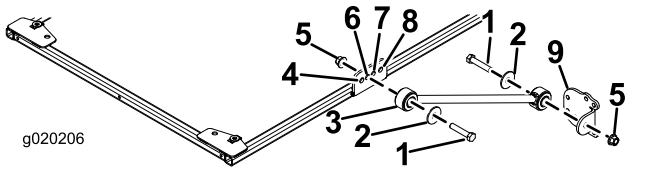

Figura 27
3. Su ciascun lato del telaio del parasole montate, senza serrarlo, un supporto di ancoraggio sul secondo foro della relativa staffa con un bullone (½" x 2½"), una rondella (½") e un dado flangiato (½"), come illustrato nella Figura 27.
4. Montate, senza serrarla, una staffa di ancoraggio su ciascun supporto di ancoraggio con un bullone (½" x 2½"), una rondella (½") e un dado flangiato (½"), come illustrato nella Figura 27.